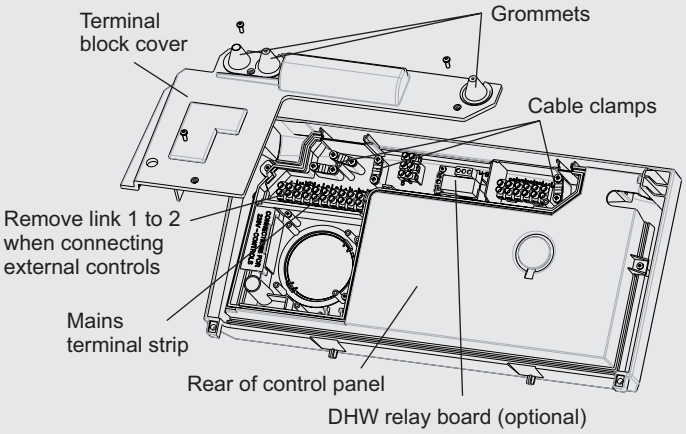

Fig. 5.14
Remove the three screws securing the terminal block cover from the back of the control box (see Fig. 5.14).
1. Remove the three screws securing the terminal block cover at the rear of the control panel, see Fig. 5.14.
The Alpha DHW relay kit can be used to enable the weather compensation feature for central heating with the optional external sensor fitted and maintain a set flow temperature during hot water demand to achieve the required cylinder set temperature. This feature requires the DHW relay kit part No. 3.029422 to be fitted into the control panel as shown in Fig. 5.14.